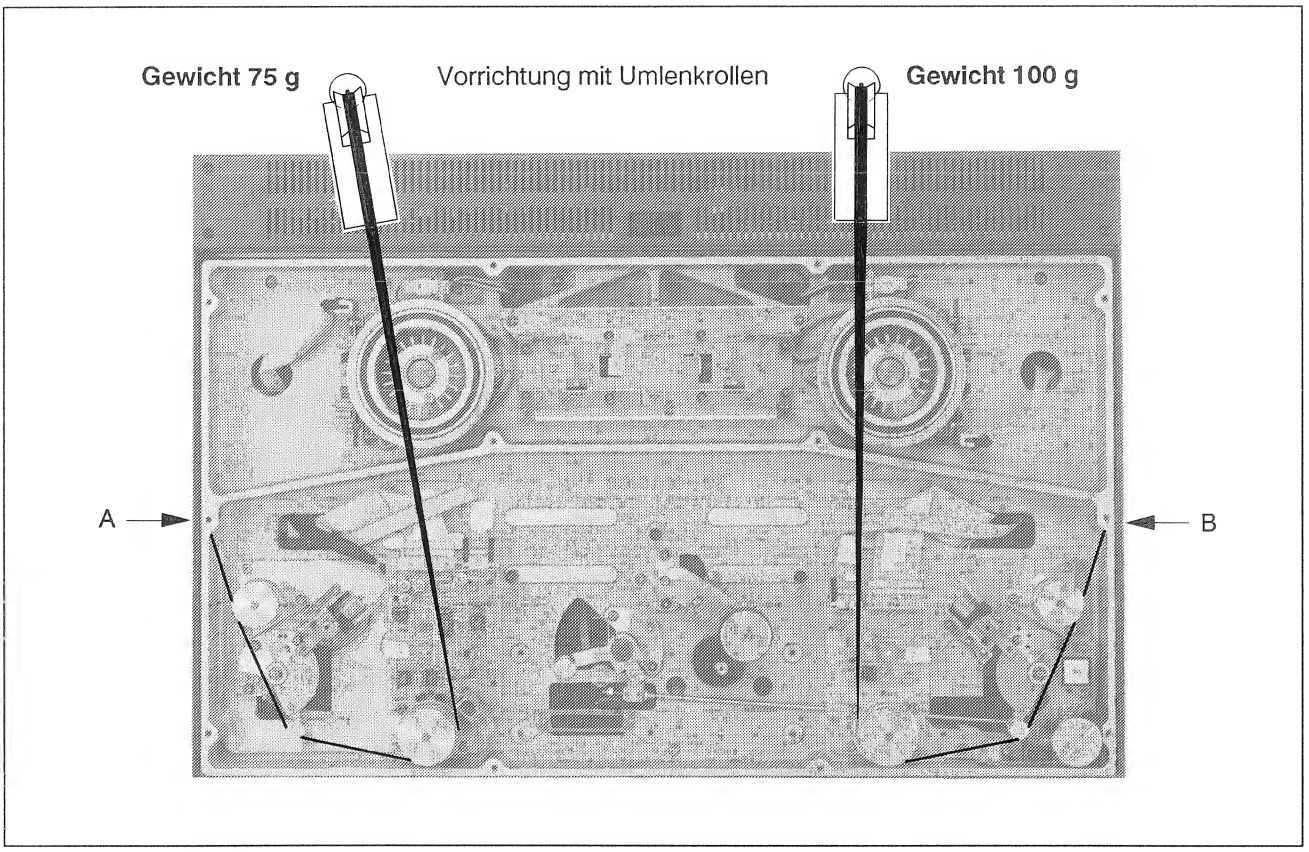

Fig. 3.4.13 Arbeitspunkteinstellung der Bandwaagen
- Rolle und Band nach Fig. 3.4.13 montieren.
- Rolle und Band nach Fig. 3.4.13 montieren